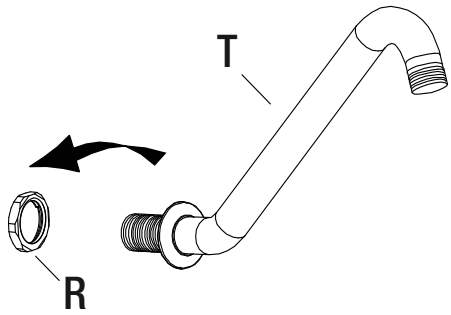

Fig.4
- Retirez l'écrou (R) préinstallé dans le bras de douche (T), voir fig. 4.